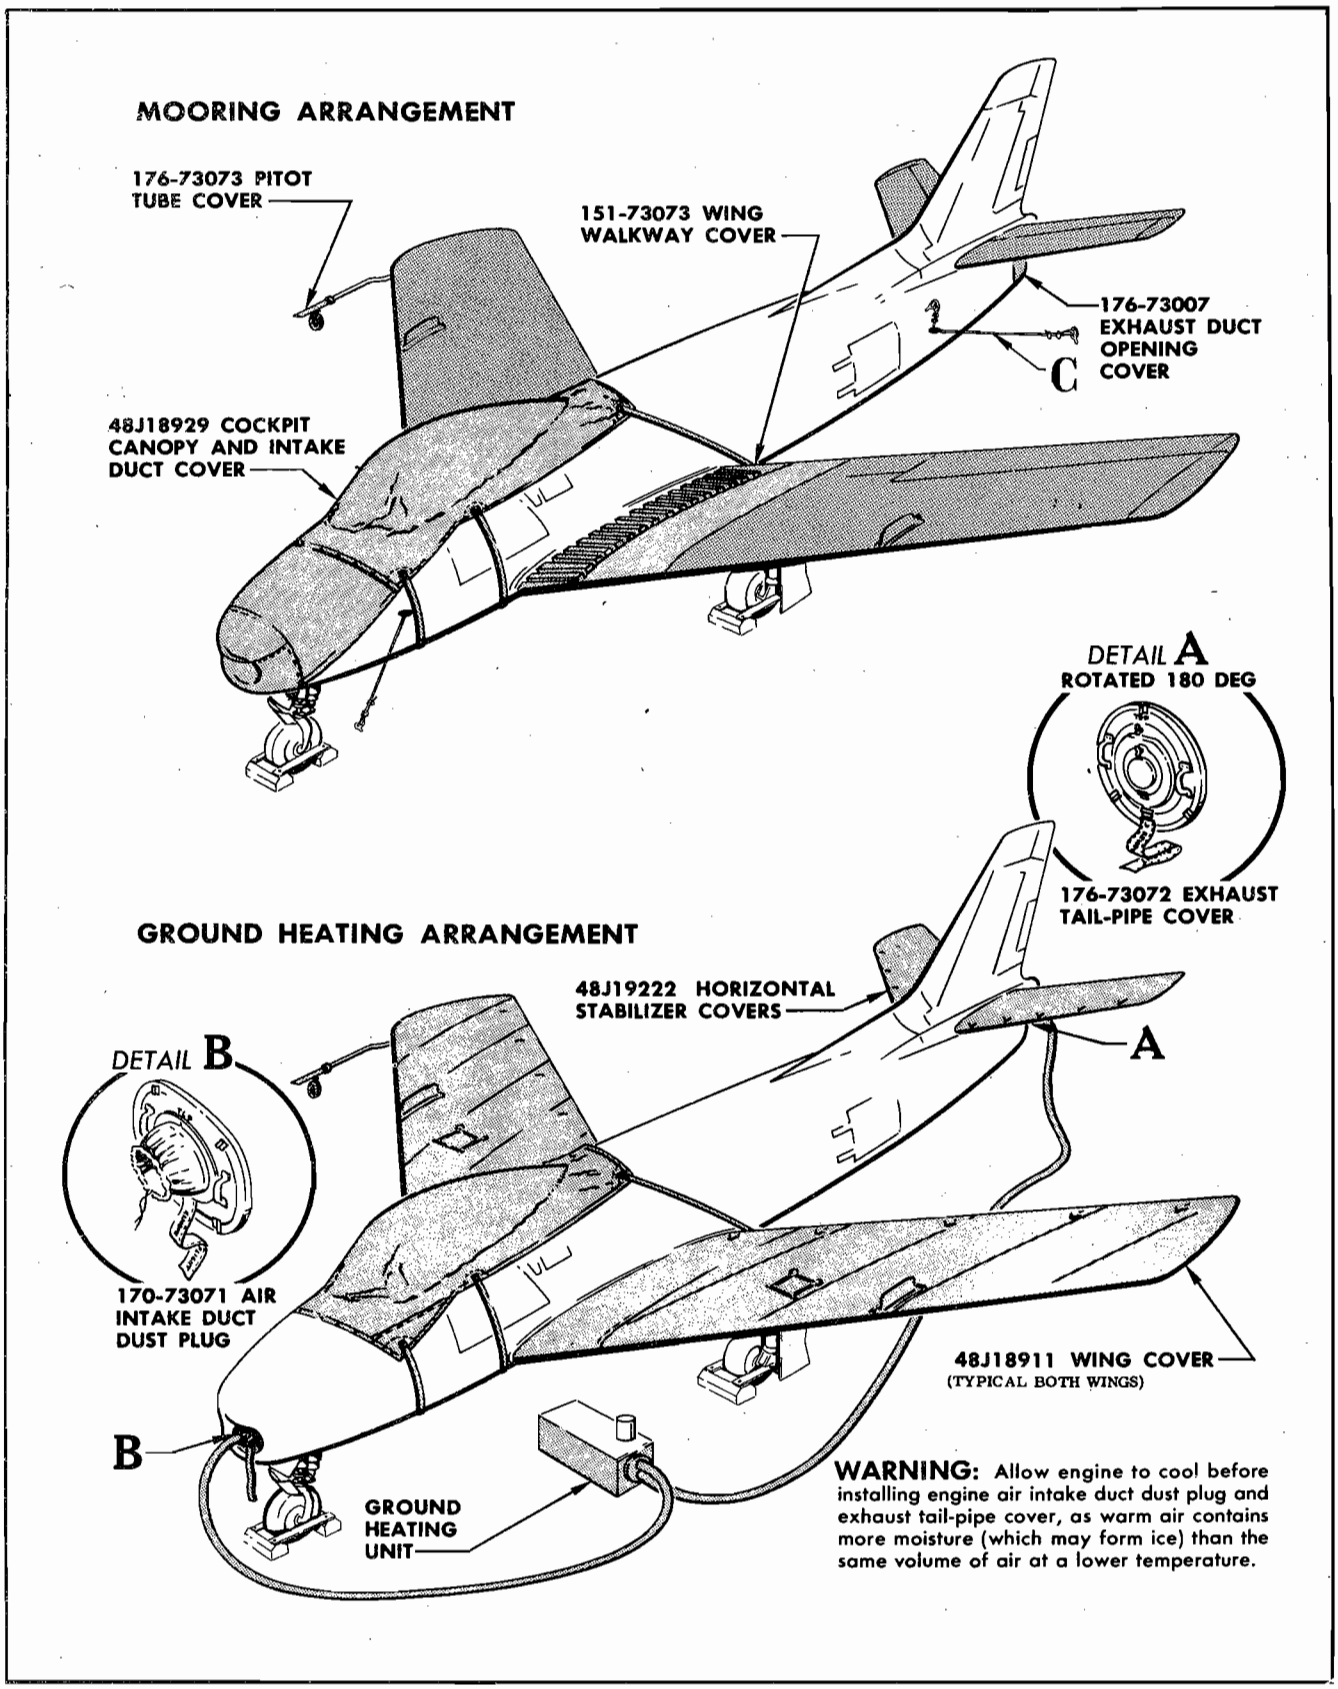

Figure 1-10 – Protective Covers, Ground Heating Attachments, and Mooring Diagram.
g. Attach mooring tie-down to mooring fitting. Make the tie-down from 3/16-inch aircraft cable or chain that will sustain 3000 pounds pull-test. Secure the cable to the mooring eye with two wire rope clips, stock No. 6700-195135. Secure the chain with aircraft steel bolts. Use 3/4-inch manila rope if cable or chain tie-down is not available. However, rope is least desirable because of its tendency to shrink when wet. Secure the mooring rope with a square or bowline knot. (See figures 1-10 and 1-10A.)
t. If high winds are expected to be variable or shifting, install rear fuselage mooring eye, part No. E992, in fitting at station 379, and install additional mooring tie-downs as shown in "C" of figure 1-10. These additional tie-downs should be tight and secure; however, do not tighten to the extent that a strain is placed on the aircraft structure or forward fuselage mooring point. Heading the aircraft in the direction of the highest velocity winds is not as critical with the additional tie-downs. The location of mooring anchors in parking areas may make it necessary to vary as much as 45 degrees from the direction of the expected winds.